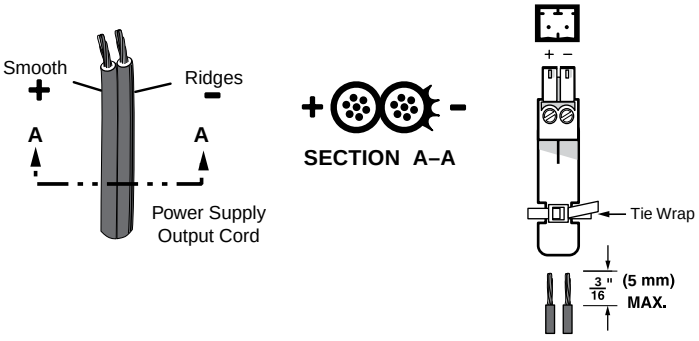

Figure 7. Power Connector Wiring
Figure 7 shows how to wire the connector. Use the supplied tie-wrap to strap the power cord to the extended tail of the connector.
- Power supply voltage polarity is critical. Incorrect voltage polarity can damage the power supply and the unit. The ridges on the side of the cord (see **figure 7**) identify the power cord negative lead.